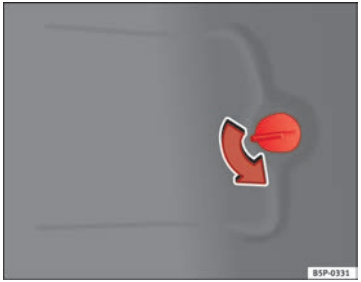

Fig. 201 Lights on vehicle body
– Open the cover of the luggage compartment side panel ⇒ Fig. 201.